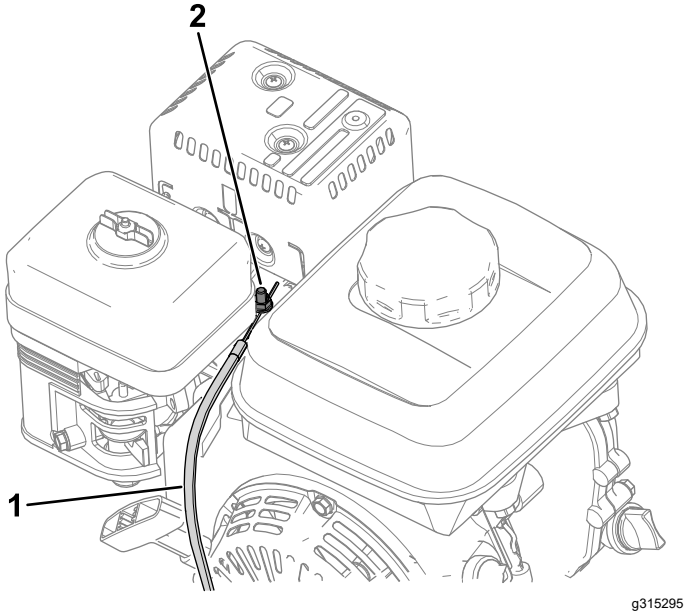

**Figuur 39**
4. Maak de schroef op de klem van de kabelgeleiding los (Figuur 39).